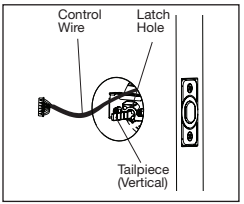

Figure 1b
b. Rotate the cylinder cover clockwise (Figure 1b).
b. Fold template and place on door 36" (925mm) from the ground as marked (Figure 1b).
c. Insert the Exterior Assembly onto the door with the tailpiece going through the Deadbolt Latch Set cross shaped spindle connector in the **VERTICAL POSITION**. Route the Control Wire through the door over the Deadbolt Latch Set (Figure 1b).
b. Gently move the Switch to “R” for Right Handed Door (Figure 1b).